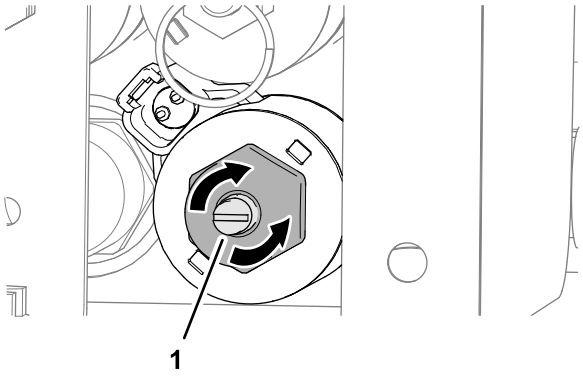

Figur 37
1. Roter sekskantskruen på ventiloverstyringen med klokken for å øke gulvhastigheten (Figur 37).